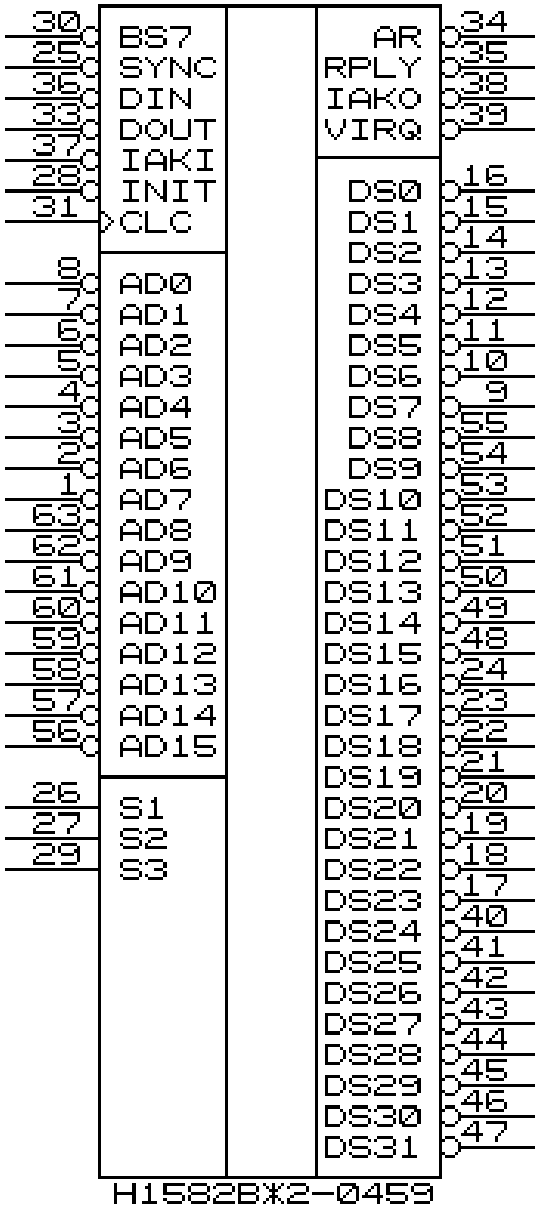

Рис. 1
3.1. Условное графическое обозначение БИС приведено на рис.1.